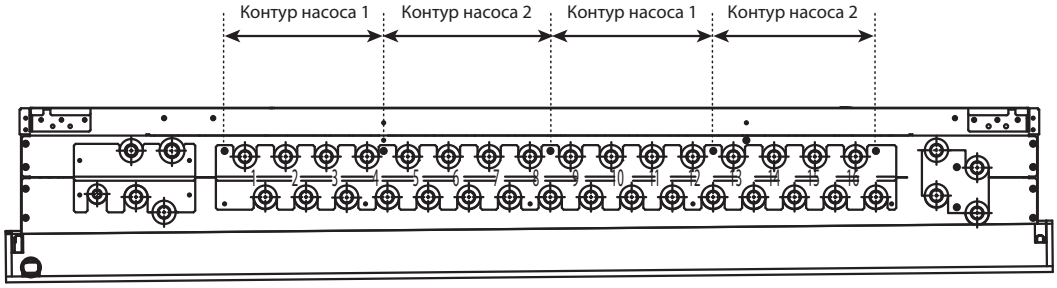

Рис. 6-2-1B
• При подсоединении объединителей к портам HBC-контроллера, разветвленная сторона объединителя не может быть соединена с комбинациями портов «4 и 5», «8 и 9» или «12 и 13». (См. Рис. 6-2-1B)
Убедитесь, что суммарная производительность внутренних блоков подсоединяемых к портам «с 1 по 4 и с 9 по 12» или «с 5 по 8 и с 13 по 16» не превышает P175. (См. Рис. 6-2-1B)